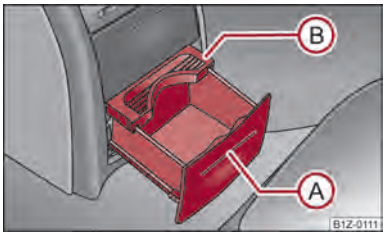

Fig. 68 Centre console at rear: Cup holder
– Press on the panel in the area Ⓐ ⇒ fig. 68 - the cup holder comes out.